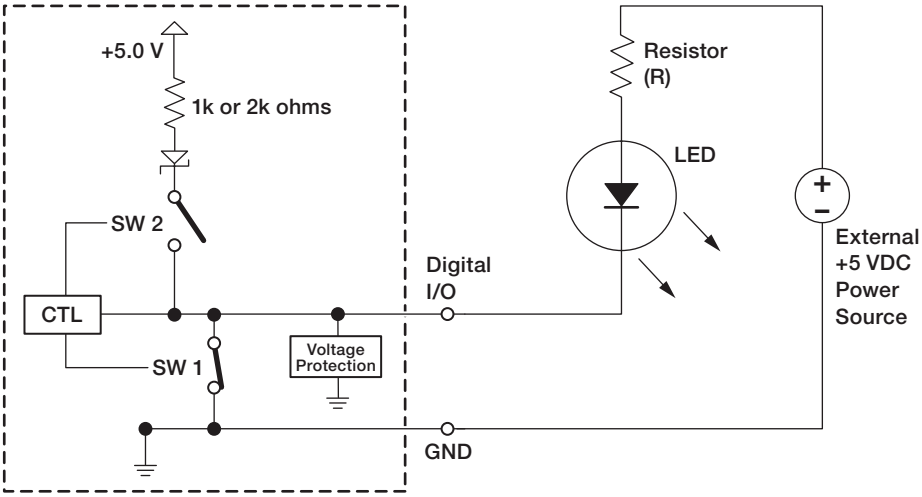

Figure 16. Digital Output Application: LED and External +5 VDC Power Source Without Pull-up
- **Figure 16** on page 17 shows an example application of digital output without pull-up: connecting an LED and an external +5 VDC power source.